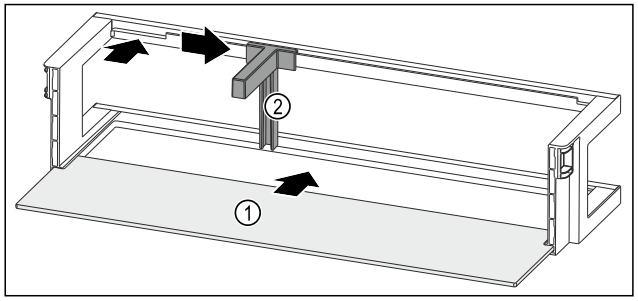

Fig. 150 Dveřní přihrádka s odkládací plochou
▶ Odkládací plochu *Fig. 150 (1)* zasuňte do bočních vybrání.
▶ Držák lahví *Fig. 150 (2)* vložte do vybrání.
▶ Držák lahví *Fig. 150 (2)* posuňte na stranu do požadované polohy.